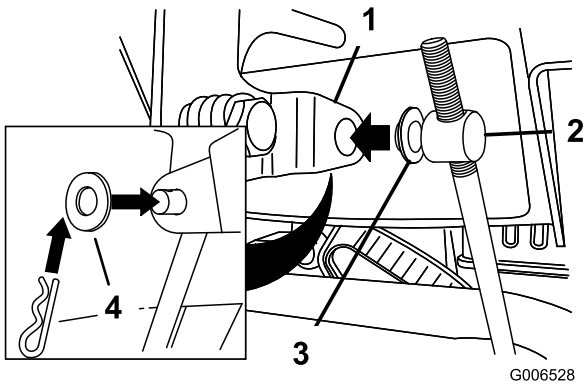

Figur 5
3. Sett en flat skive på vuggetappen (Figur 5).
6. Løft opp på hastighetskontrollstaget, og sett inn vuggetappen i hullet i hastighetsvelgerspaken (Figur 5).
B. Koble vuggetappen fra hastighetsvelgerspaken (Figur 5).
C. Vri vuggetappen nedover (med klokken) på hastighetskontrollstaget (Figur 5).
D. Koble vuggetappen til hastighetsvelgerspaken (Figur 5).